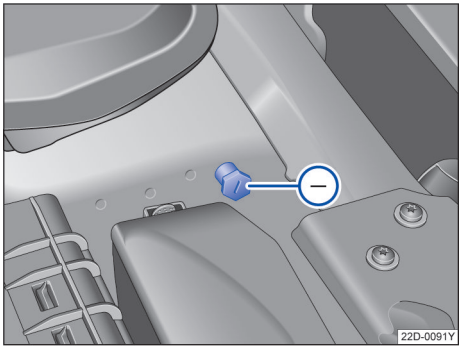

图 148 用于充电器负极连接的接地点
– 将黑色电缆的另一端 Ⓧ 连接到无电蓄电池汽车发动机缸体上的螺栓连接金属部件上或发动机舱内的连接点上→图 148，连接点必须尽可能远离无电蓄电池Ⓐ。
在利用外接电源对车辆蓄电池充电时，请勿将充电器的负极接在蓄电池的负极上，必须连接到发动机壳体上或发动机机舱内的接地点处→图 148。